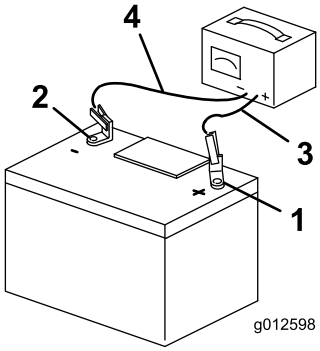

**Figur 54**
3. Når batteriet er helt oppladet, kobler du laderen fra strømuttaket, og deretter laderledningene fra batteripolene (Figur 54).